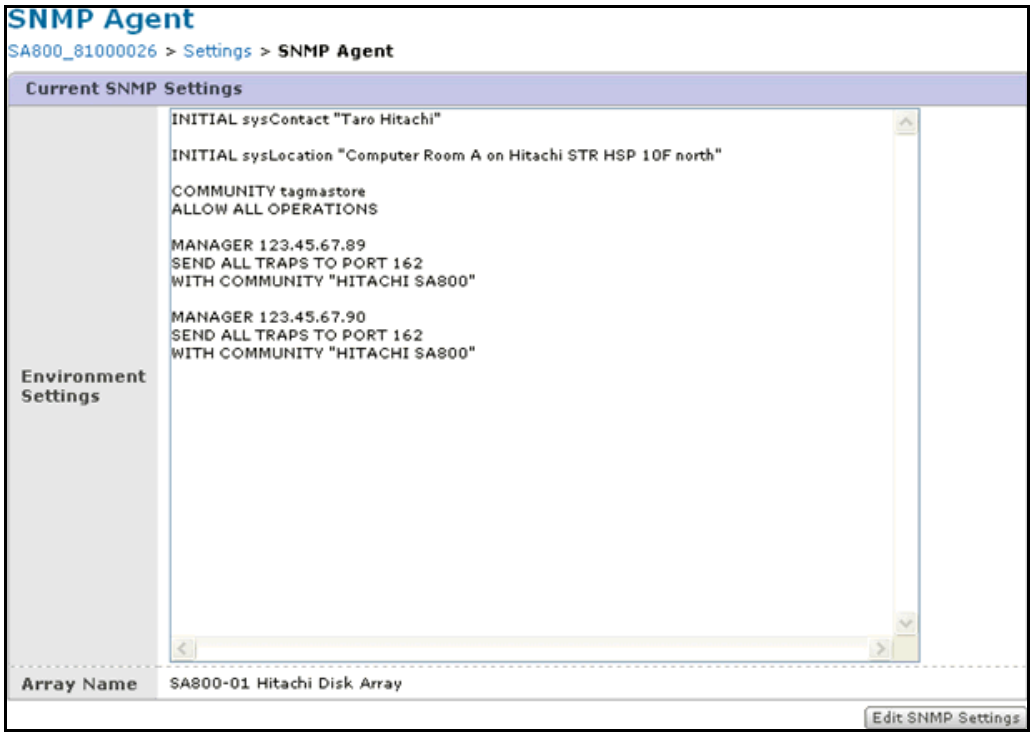

Figure 10-6: SNMP Agent Window — Current SNMP Settings
3. Select **SNMP Agent** in the Settings tree view. The SNMP Agent window is displayed. See Figure 10-6 on page 10-16.